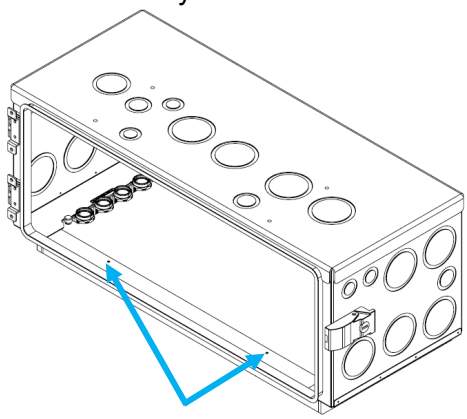

Figure 1 – Screw Install Location
Step 1 (if applicable): Identify the four screw locations that attach to the All Weather battery on the lower side of the conduit box. **(Figure 1).** Place the conduit box on top of the battery and use the (4) screws provided with the battery to tighten the conduit box to the battery.